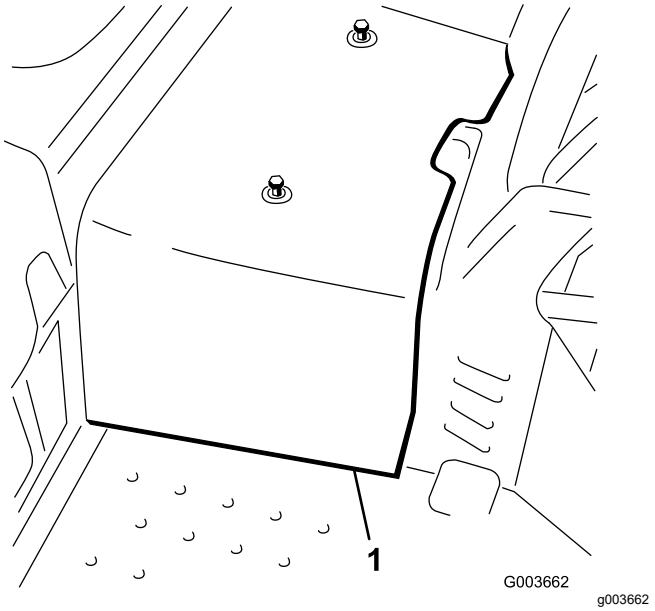

Figura 3
8. Scollegate e rimuovete dal telaio la copertura centrale (Figura 3).